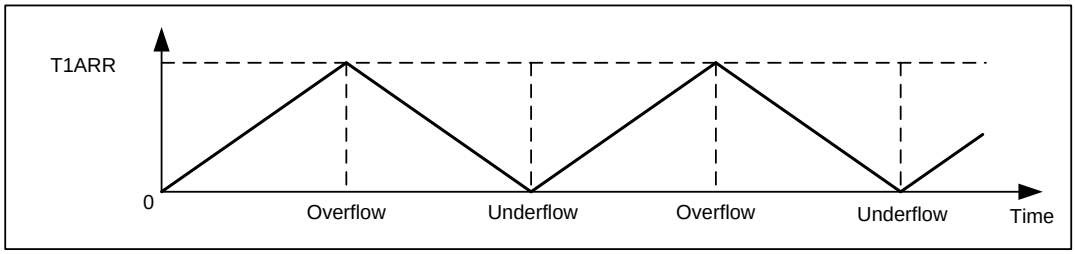
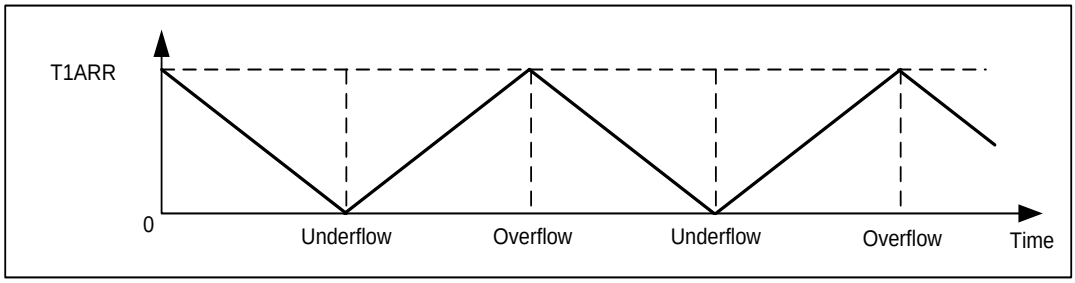

图 7-7 中央对齐模式 (T1DIR 初始化为 0)
图 7-8 中央对齐模式 (T1DIR 初始化为 1)
- **中央对齐模式**(向上/向下计数，T1CMS ≠ 00)：计数初始方向取决于 T1DIR 寄存器值(如图 7-7 和图 7-8 所示)，计数初始值为 T1CNT。如果 T1DIR 初始化为 0，计数器从 T1CNT 开始向上计数，当 T1CNT = T1ARR 时，产生上溢事件；然后计数器从 T1ARR 值开始向下计数，当 T1CNT = 0 时，产生下溢事件；而后从 0 开始向上计数，计数器不断重复上述过程。